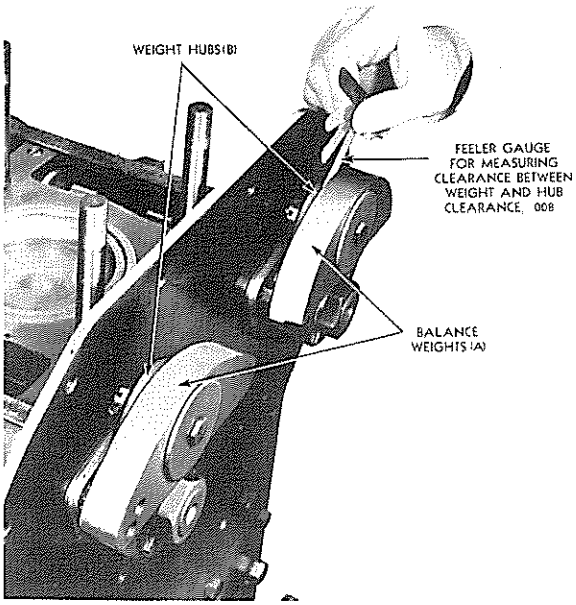

FIG. 10
8. On the 6 cylinder engine, the balance weights "A" articulate on the balance weight hubs "B". Fig. 10. After the balance weight assemblies are locked in place on the shaft a clearance of .008" should be maintained between the weights "A" and the hubs "B". If clearance does not exist as shown, the weights will not articulate on the hubs and the engine might be "rough".